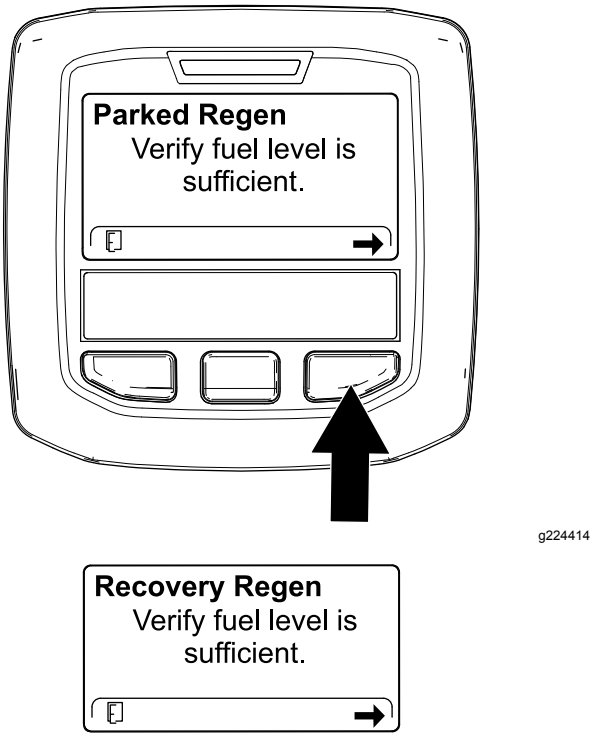

Figuur 55
2. Controleer in het scherm VERIFY FUEL LEVEL (controle brandstofpeil) of de brandstoftank minstens ¼ vol is indien u een geparkeerde regeneratie gaat uitvoeren of halfvol in het geval van een herstel regeneratie, en druk op de rechterknop om verder te gaan (Figuur 55).